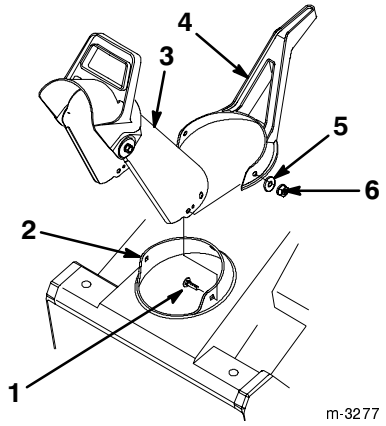

**Figur 7**
1. Sätt utkastarhandtaget över utkastarringen (figur 7).
2. För in utkastaren mellan utkastarringen och utkastarhandtaget (figur 7).